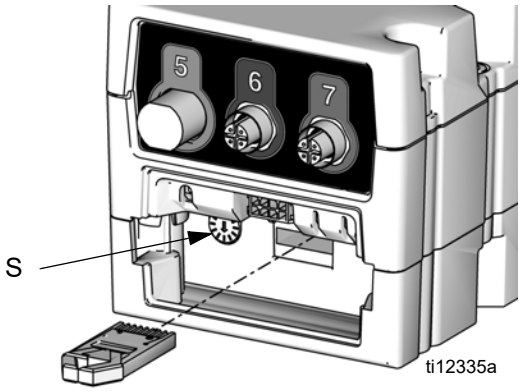

FIG. 14
7. **Si la machine ne comporte qu'un module de contrôle des fluides,** réglez l'interrupteur rotatif (S) sur 1. Voir FIG. 14.
Si la machine comporte deux modules de contrôle des fluides, réglez l'interrupteur rotatif (S) sur 1 sur le module le plus proche du régulateur d'air et réglez l'interrupteur rotatif (S) sur 2 sur l'autre module. Voir FIG. 14.